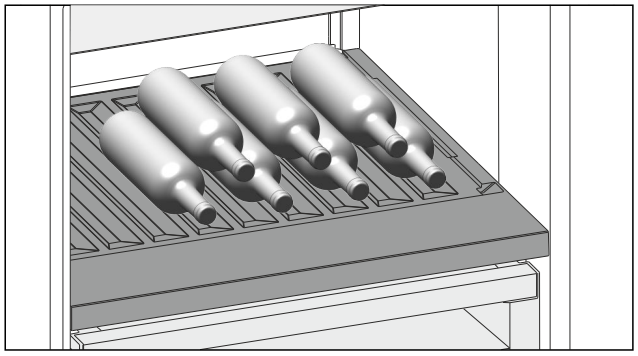

Fig. 219 Example illustration
▶ Place bottles in the back row with their bases against the back wall. (see Fig. 219)